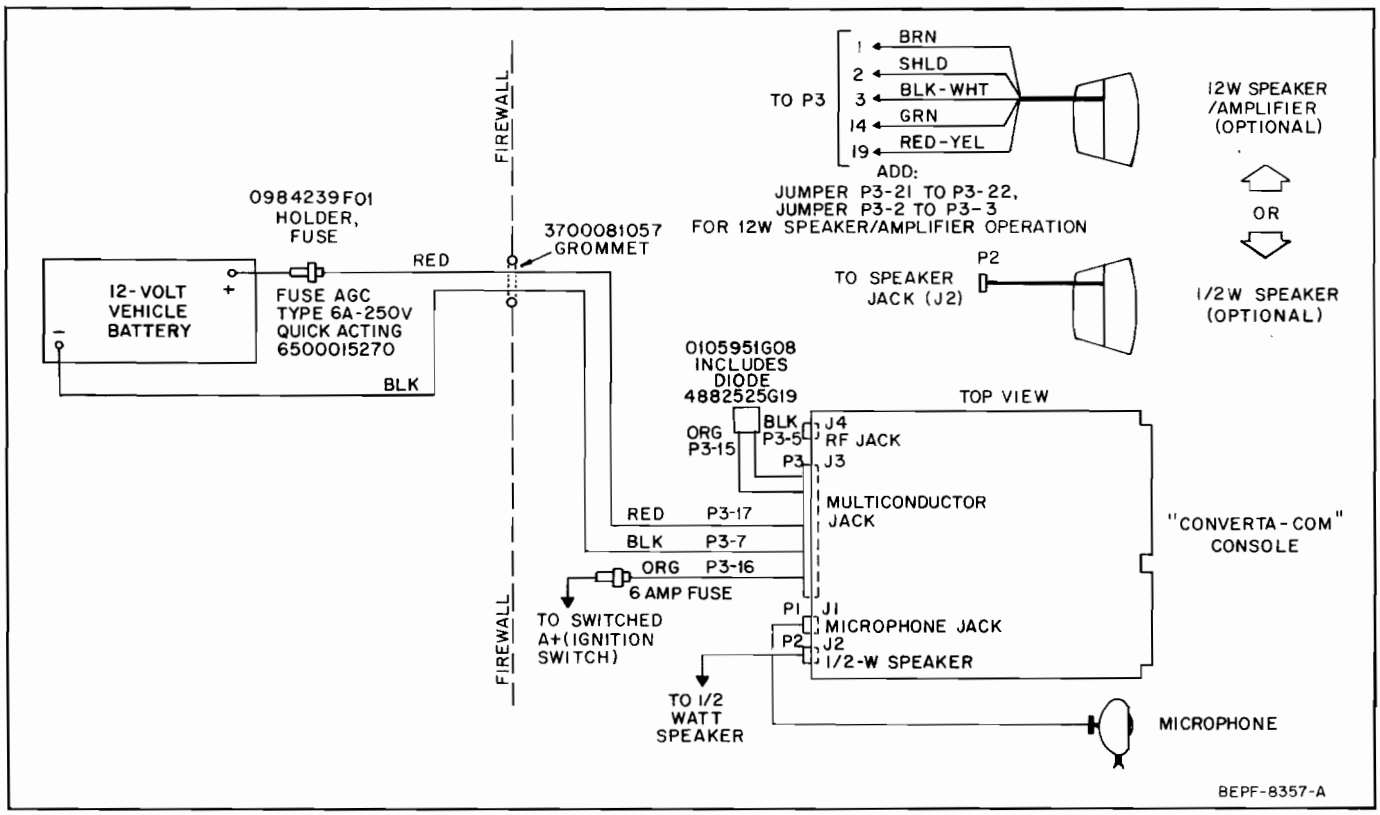

Figure 9. Console Intercabling Detail
(3) Position the console in the trunnion bracket so that the knurled fittings of the console and trunnion bracket fit together.
(4) To both sides of the trunnion bracket, attach a "Systems 90" bracket; feed an Allen-head screw through the hole of the flat end of the bracket, through the trunnion bracket, and into the console. Do not tighten the screws at this time; it will be necessary to remove the console to attach the cables.
(5) If there is a limited space behind the console, attach the cables before installing the "Systems 90" accessory on the mounting bracket. Refer to "Console Intercabling Detail" (Figure 9) to connect the cables to the console.
(6) Position the "Systems 90" accessory on the bracket and secure it in position with two (2) Allen-head screws.
Refer to Figure 9 before connecting any cable to the console. As shown in the figure, the console is used in a negative ground electrical system. Also shown are the termination points for the external speaker (½W or 12W). Perform the following procedure.
k. If either of the two external speakers is used, connect it to the console in accordance with the information in Figure 9. Also refer to the 12W audio amplifier/speaker instructions (68P81102C04) provided in the back of this manual.